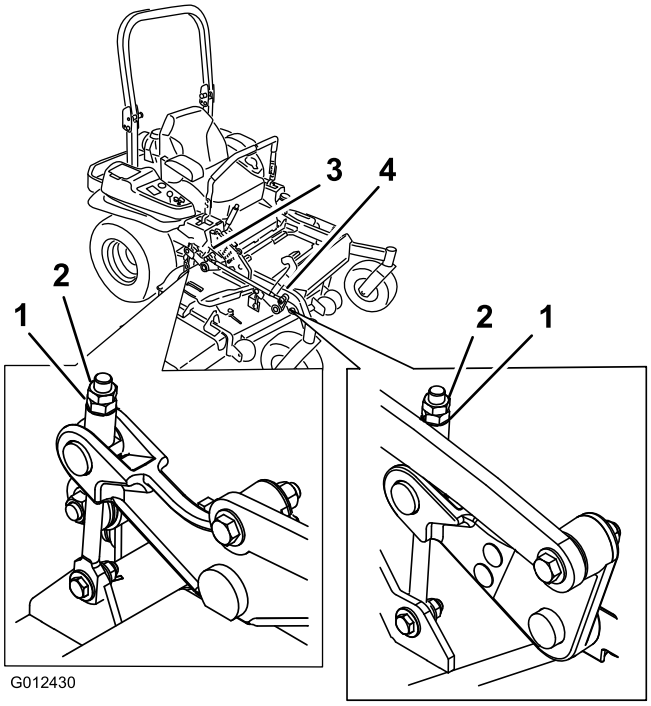

Figur 89
10. Finjuster justeringsmutteren på den fremre klippeenheten ved å vri på den (Figur 89).
16. Finjuster justeringsmutteren på den fremre klippeenheten ved å vri på den (Figur 89).